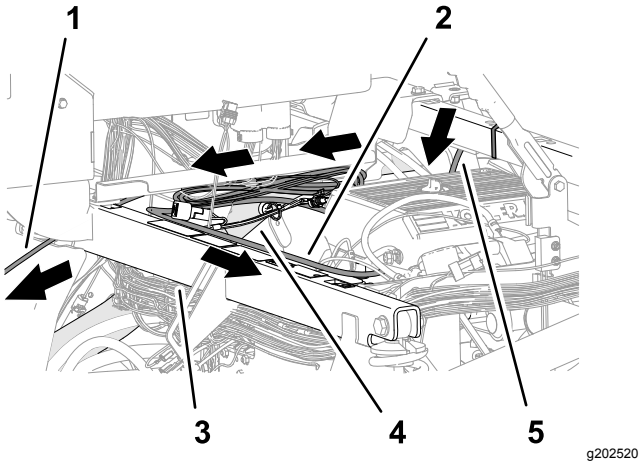

Rysunek 205
5. Poprowadź wiązkę przewodów danych i wiązkę przewodów akumulatora wzdłuż poprzeczki zamocowania fotela i zamocuj odgałęzienie wiązki przewodów danych 390 cm do poprzeczki za pomocą 2 opasek kablowych (Rysunek 203 oraz Rysunek 205).
6. Poprowadź odgałęzienie wiązki przewodów akumulatora 220 cm wzdłuż prawej, górnej rury ramy (Rysunek 205).
7. Poprowadź odgałęzienie wiązki przewodów akumulatora 220 cm wzdłuż rury wspornika amortyzatora w stronę akumulatora (Rysunek 205).
8. Poprowadź odgałęzienie wiązki przewodów danych 220 cm (odgałęzienie wiązki ze złączem 26-stykowym gniazdowym) pod konsolą sterowania i do przodu w kierunku tablicy rozdzielczej (Rysunek 205).